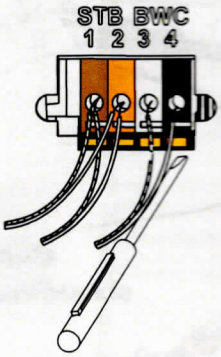

FIG. 4.
6. Remove clevis pin and hairpin from door arm assembly. FIG. 4.